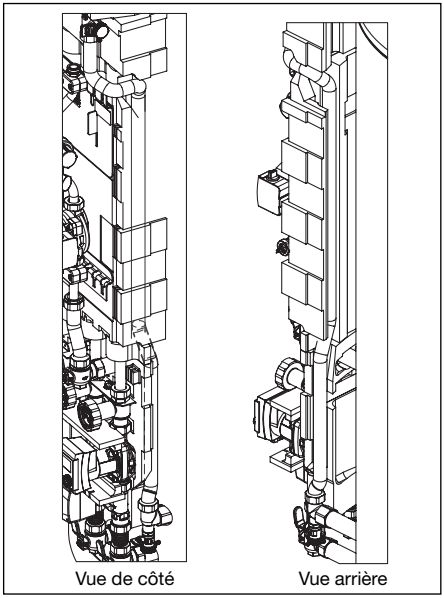

Fig. 21 Montage du tube annelé métallique retour solaire
– Il faut veiller à ce que le tube annelé métallique soit posé entre l'isolation du ballon d'eau chaude et l'isolation du groupe du circuit de chauffage et qu'il soit complètement dissimulé lors du montage de la partie avant de l'isolation (fig. 21).